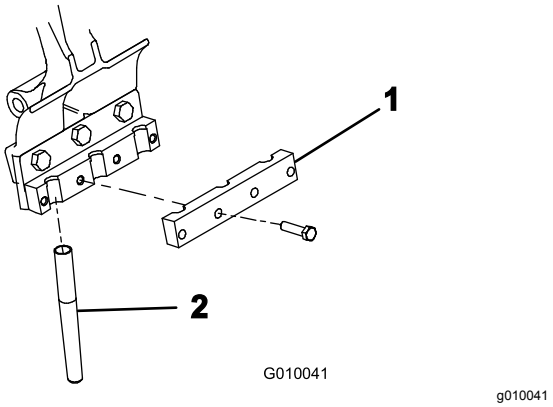

Figur 26
5. Monter en tineklemme løst på hver tineholder (Figur 26) med 4 bolte (⅜" x 1½"). Tilspænd ikke boltene.